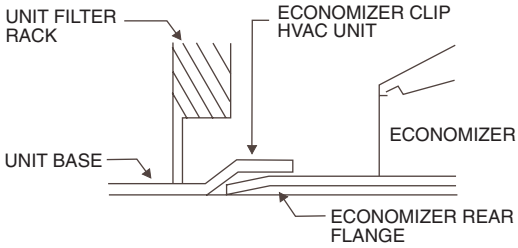

**Fig. 34 — Rear EconoMi$er Flange Installation**
7. Slide the EconoMi$er assembly into the rooftop unit. See Fig. 34 and 35.
NOTE: Be sure to engage rear EconoMi$er flange under tabs in return air opening of the unit base. See Fig. 34.